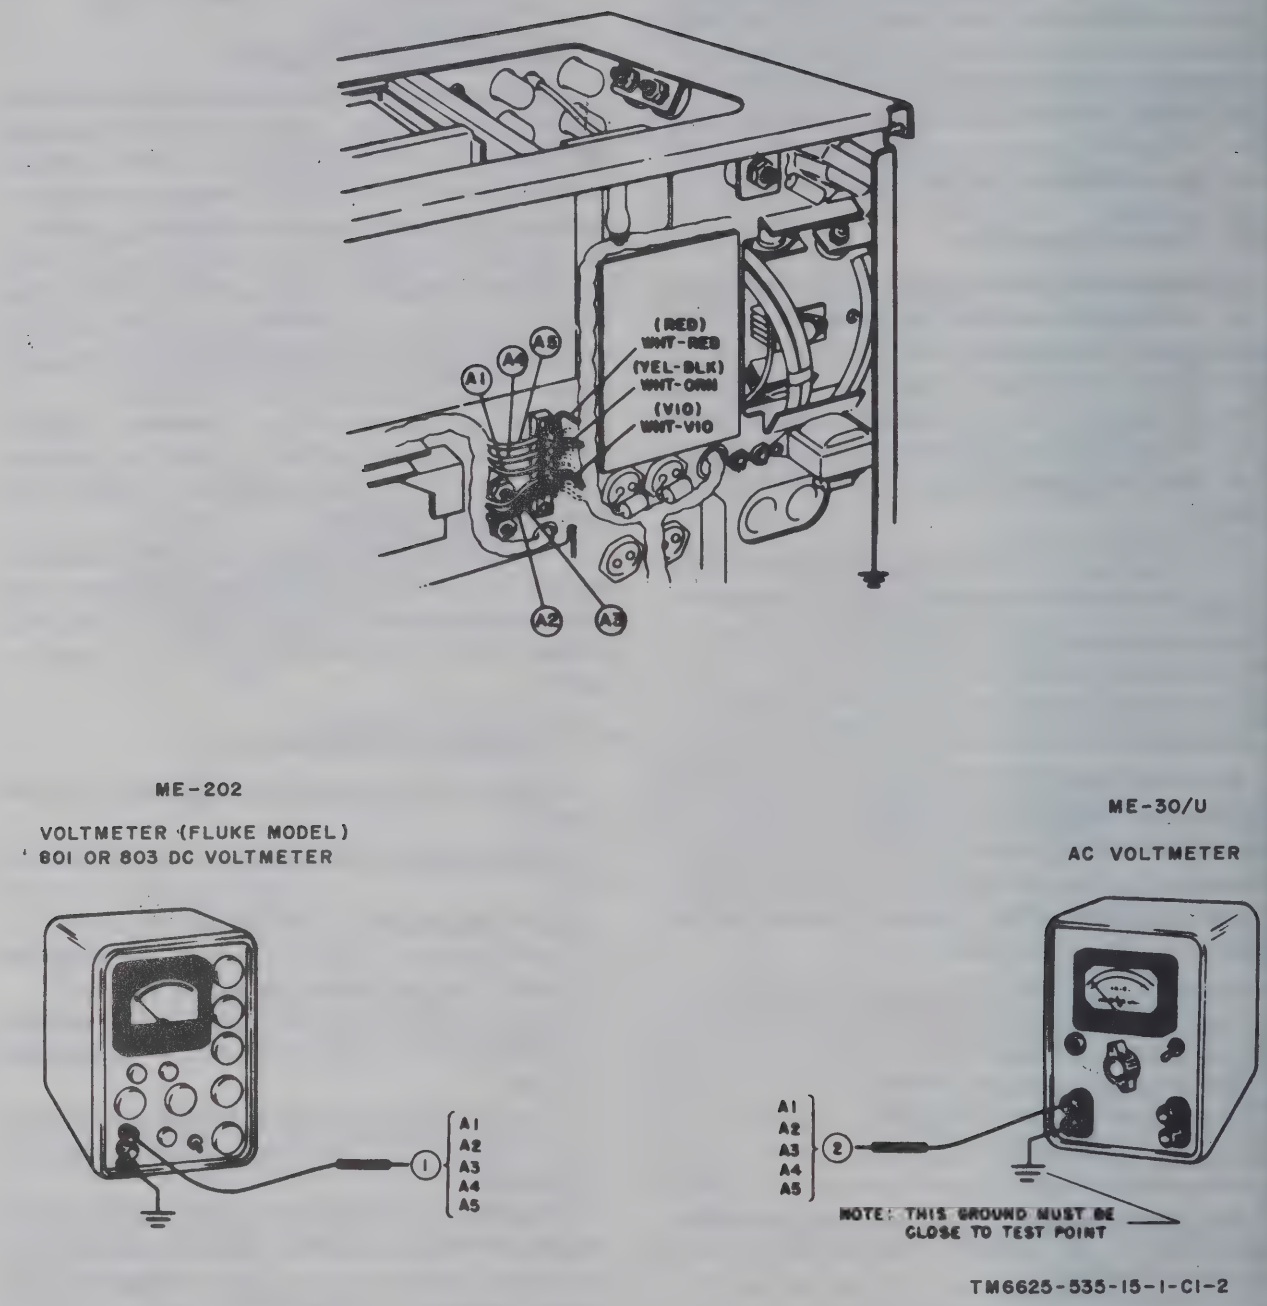

Figure 7–2. Power supply voltage and ripple test connections.
f. Connect the equipment as shown in figure 7–4. Set the HORIZONTAL DISPLAY switch to .1 VOLTS/CM. Set up the constant amplitude signal generator to deliver a 50-kilocycle